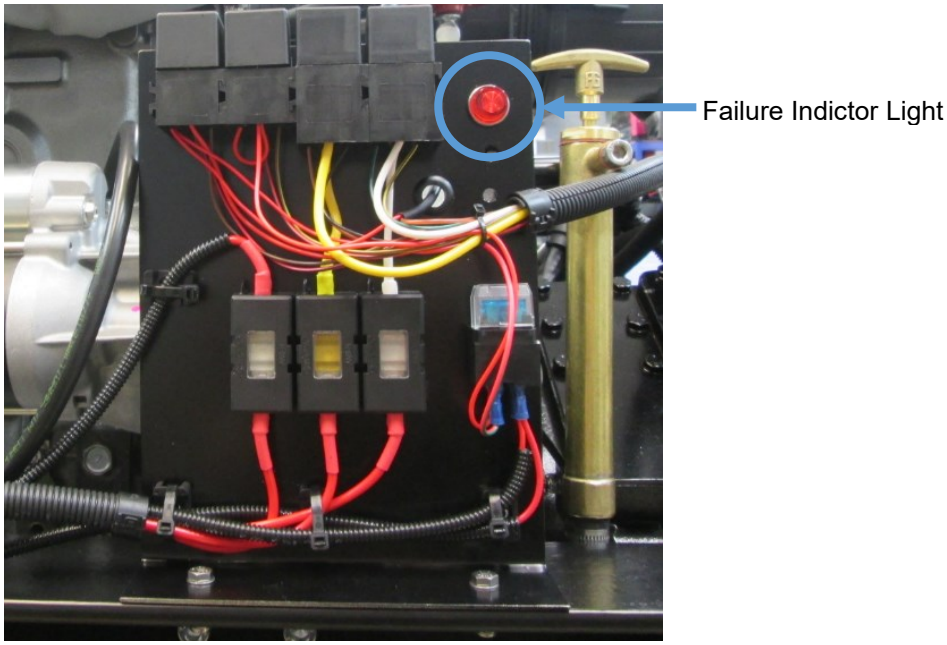

Figure 23: Failure Indicator Light
- If a fault occurs with the engine, the failure indicator light **(Figure 23)** will start flashing. The sequence in which the failure indicator light starts to flash will indicate the fault that has occurred.